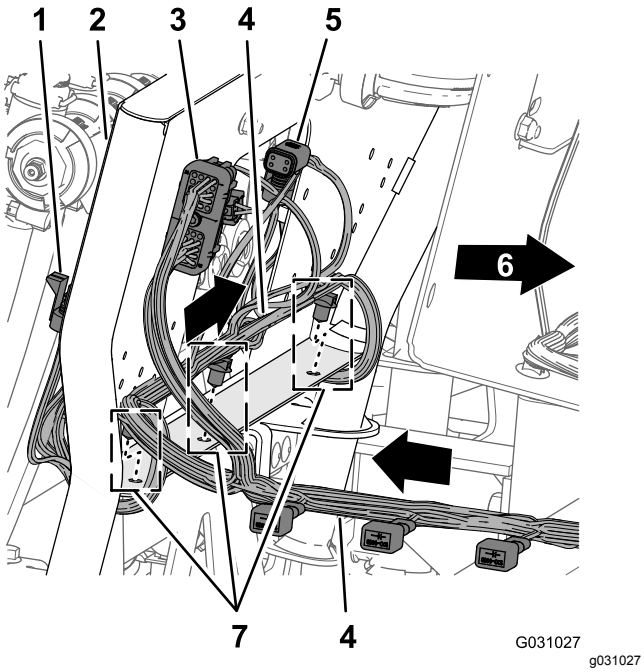

Figur 107
1. Før 218,4 cm (86") afgreningen af ledningsnettet langs bagsiden af 10-ventilbeslaget med de 10 konnektorer til dyseventilerne bagud og under ventilerne (Figur 107).
2. Sæt skubbefastgørelsesanordningerne på 218,4 cm (86") afgreningen af ledningsnettet i hullerne i den nedre flange på 10-ventilbeslaget (Figur 107).